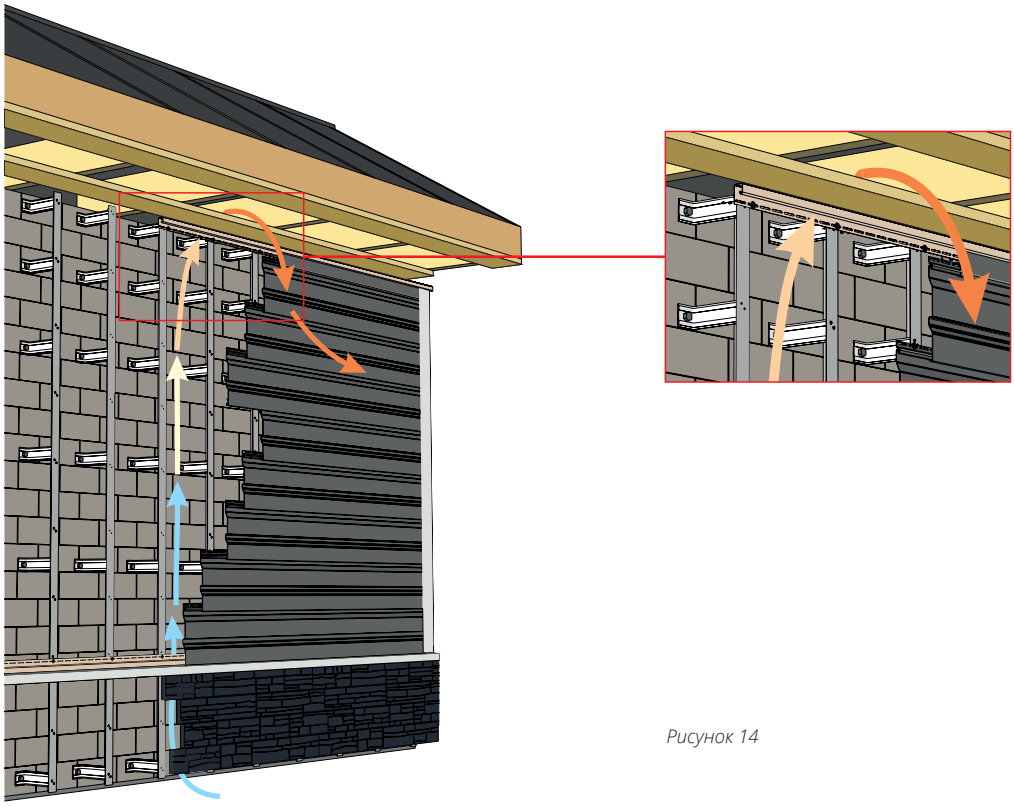

Рисунок 14
9.5 Софитная группа не должна перекрывать вентиляционный канал, мешать движению воздуха под сайдингом (рис. 14).